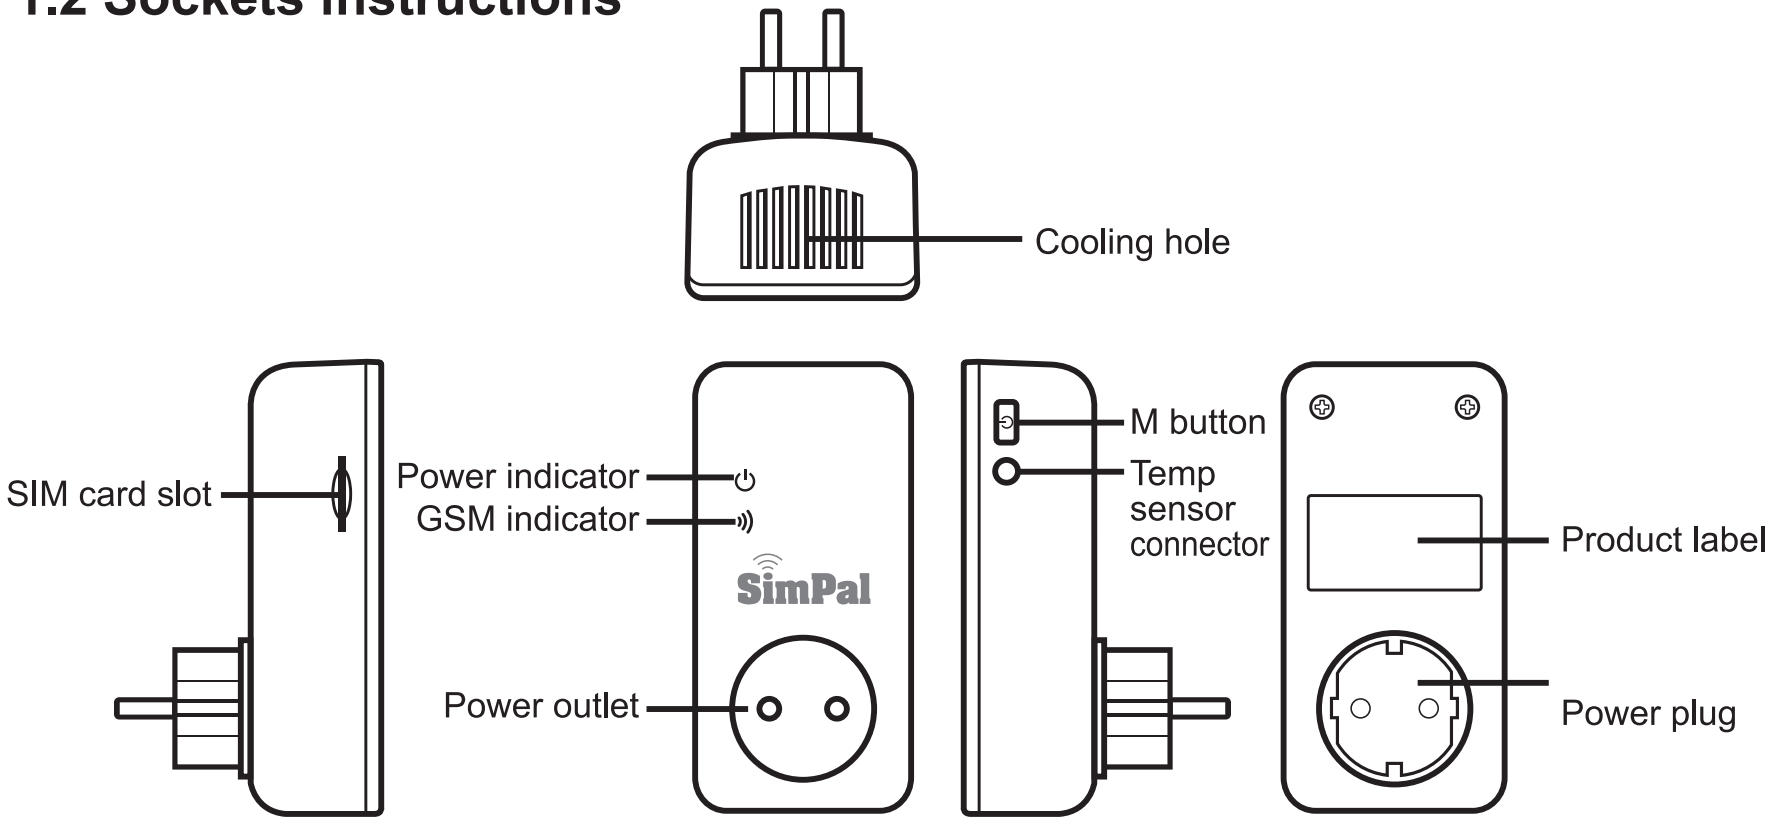

Figure 1: SimPal-T4 instructions
2. Insert the plug of electronic appliance in the SimPal-T4 electrical outlet (See 3 on Figure1).
3. **M button** (See 5 on Figure1) can be pressed for about one second to switch on or off the output of socket.